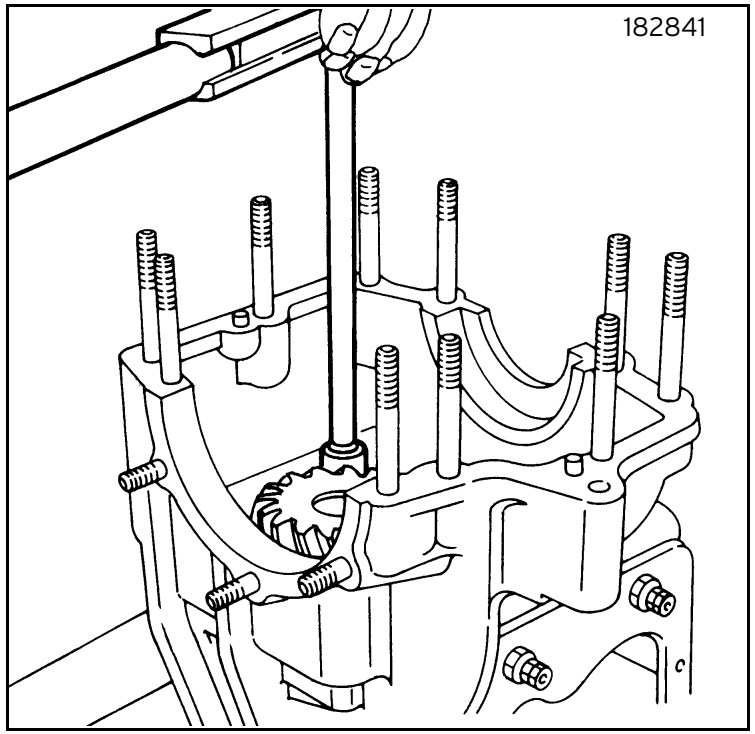

Fig. 41
- Loosen the pinion flange screws, apply strong thread adhesive 52A70 and fasten the pinion flange screws to the specified tightening torque (figure 41) at the end of the operations.